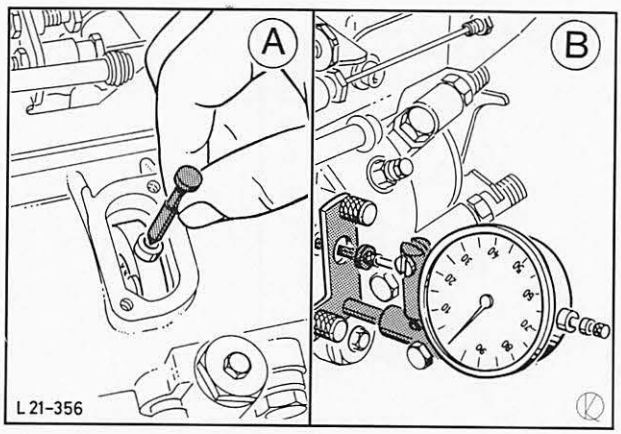

Abb. 75 Meßuhr mit Spezialwerkzeug 21-089 anbringen
50. Schaublech – Pumpeneinstellung von Einspritzpumpe abschrauben (2 Schrauben) und Meßuhr mit Spezialwerkzeug 21-089 anbringen, Abb. 75. Pumpe so weit drehen, bis Taststift in die Einstellnut einrastet. Meßuhr auf „0" stellen.